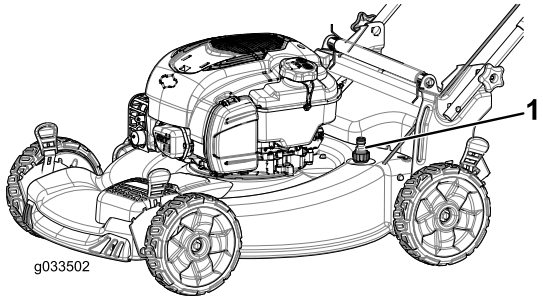

Figuur 26
4. Bevestig een tuinslang die aangesloten is op een kraan aan de wasaansluiting op de machine (Figuur 26).